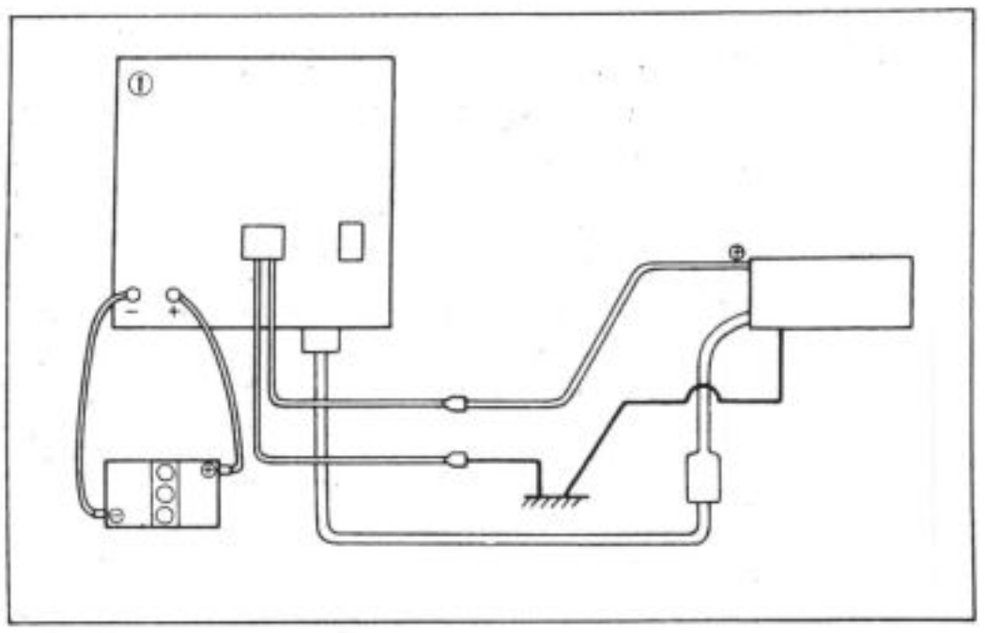

Fig. 5-7
1. Use a fully charged battery and service tester, and connect them as shown in Fig. 5-7.